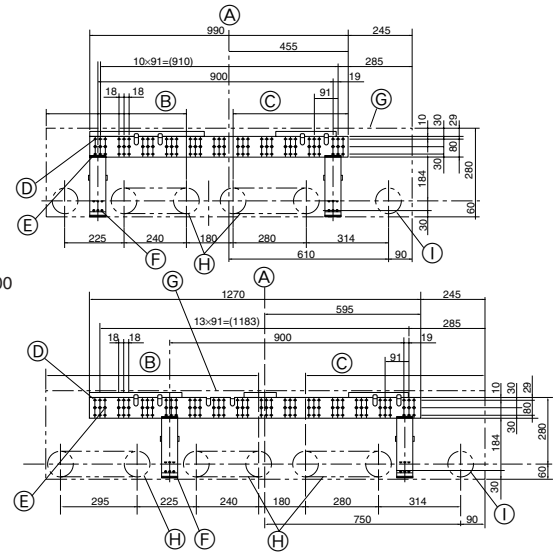

Fig. 3-1
3.1. Installation de la structure de montage mural (Fig. 3-1)